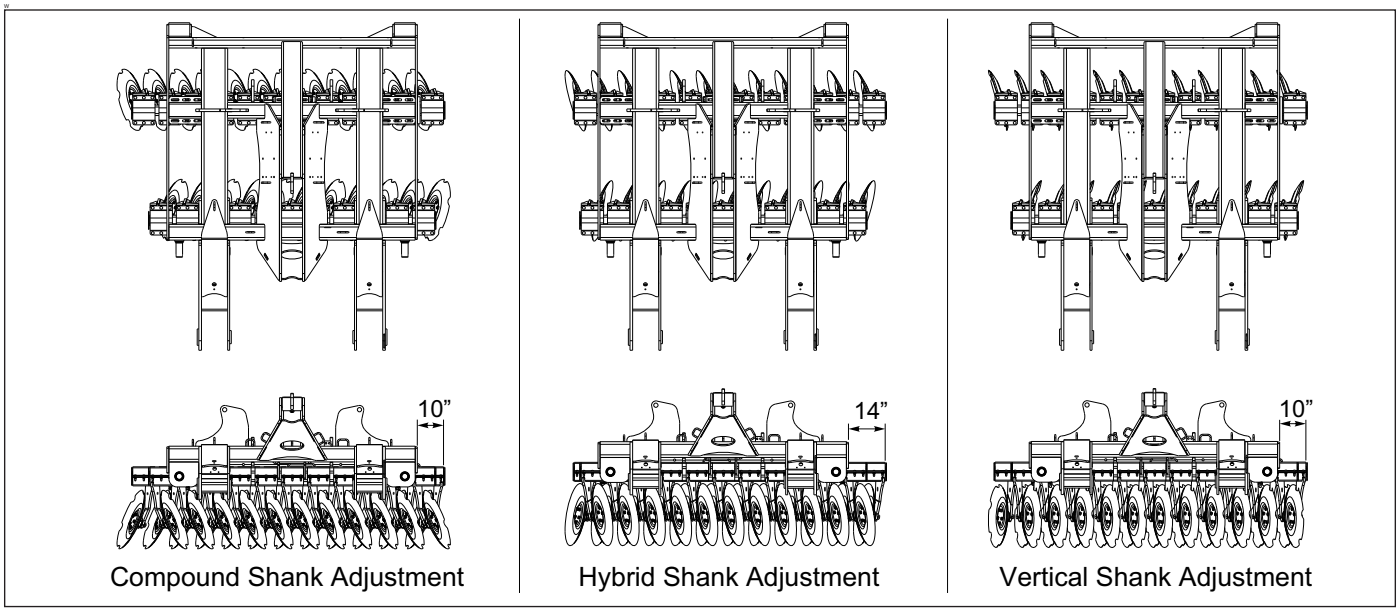
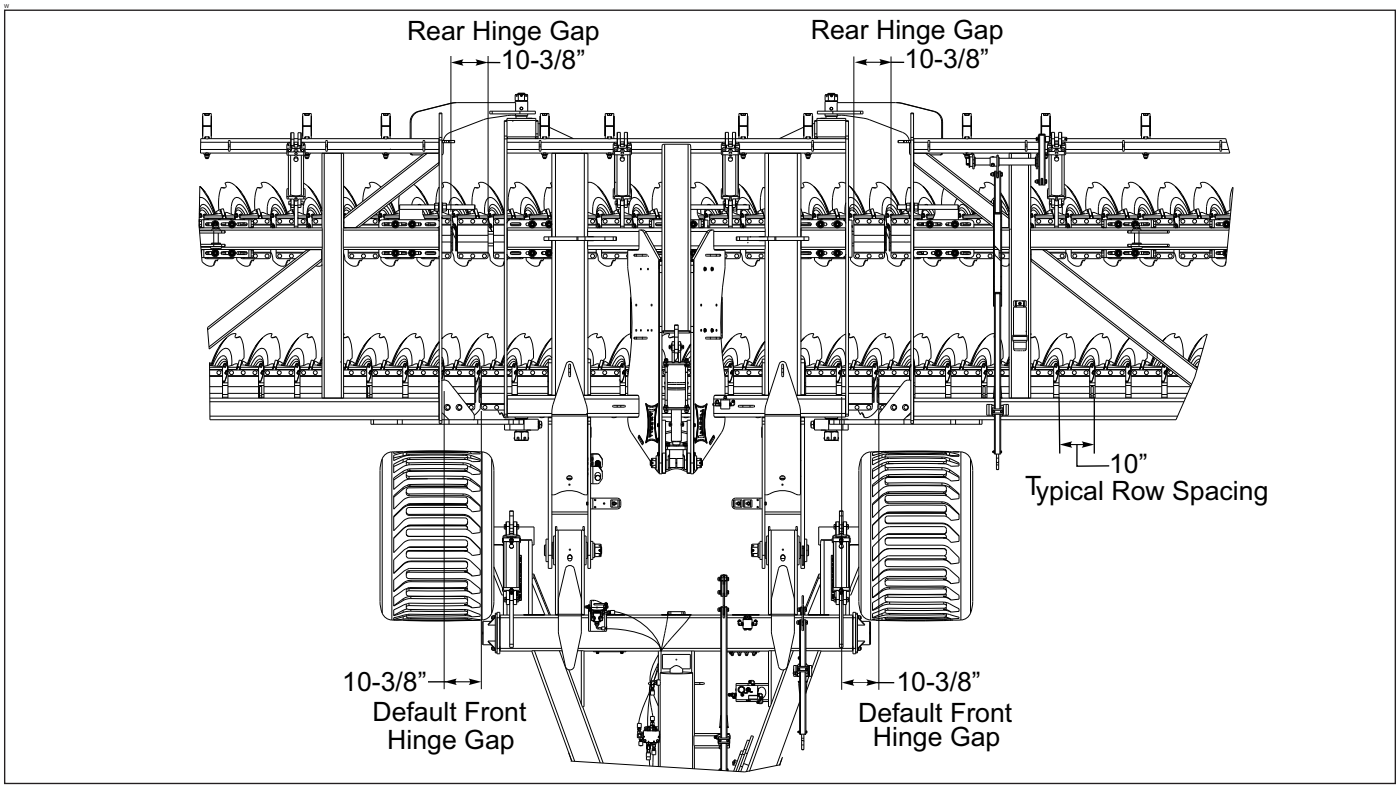

Figure 4-3: Lateral Adjustment of Gang Assemblies (1 of 2)
Figure 4-4: Lateral Adjustment of Gang Assemblies (2 of 2)
(*See Figure 4-3* and Figure 4-4) for lateral adjustment of the rear gangs.
- The HSL is initially set at the factory to a setting of 10 inches from the outside of the center section left side plate to the outer edge of the left rear disc unit clamp. ***See Figure 4-3*** for product purchased with the compound angled shank option, or the vertical shank option. For the 17-7 hybrid option this setting increases to 14 inches.
4. The wing rear gang assemblies should be adjusted so the first row unit adjacent to the nearest center section rear row unit is 10-3/8” on center from it. ***See Figure 4-4***